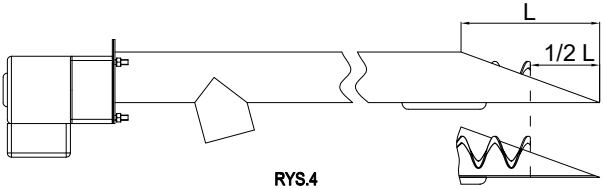

RYS.4
3. SPRAWDZIĆ DŁUGOŚC ŚLIMAKA - W RAZIE POTRZEBY SKRÓCIĆ JĄ DO DŁUGOŚCI POKAZANEJ NA RYS. 4